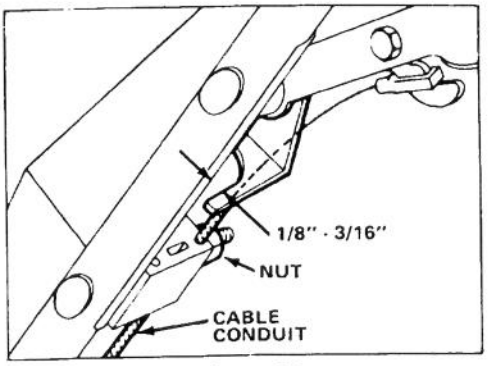

Figure 23
2. CHECK ADJUSTMENT (Fig. 23) – Move control bar toward handle until slack in wire is removed. Gap between brake lever and handle must be 1/8"-3/16". See step 3 for adjustment.
3. ADJUSTMENT CABLE CONDUIT – Loosen nut on cable bracket (Fig. 23). Insert 1/8"-3/16" object between brake lever and handle. Pull down on cable conduit until all slack is removed from wire. Then tighten nut.